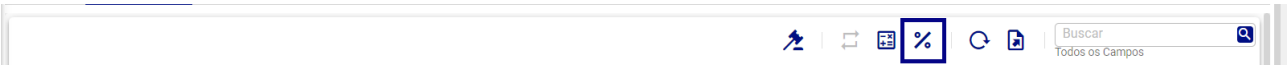

Figura 310: Cálculo por Percentual
– **Cálculo Por Percentual (Figura 310):** Esta operação recalcula todos os valores dos itens orçamentários com base no percentual cadastrado para cada item em relação ao valor dos **Impostos** definido na tela de **Percentual por Item Operacional**.